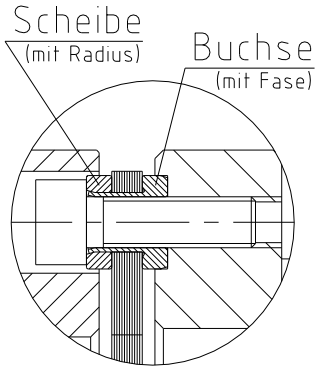

Bild 21: Montage der Lamellenpakete (zylindrische Buchsen)
- Setzen Sie das Lamellenpaket, wie in Bild 21 bzw. 23 dargestellt ist, in die Nabe bzw. in das Zwischenstück ein.
Es ist unbedingt zu beachten, dass die Lamellenpakete wie in Bild 21 bzw. 23 dargestellt montiert werden.